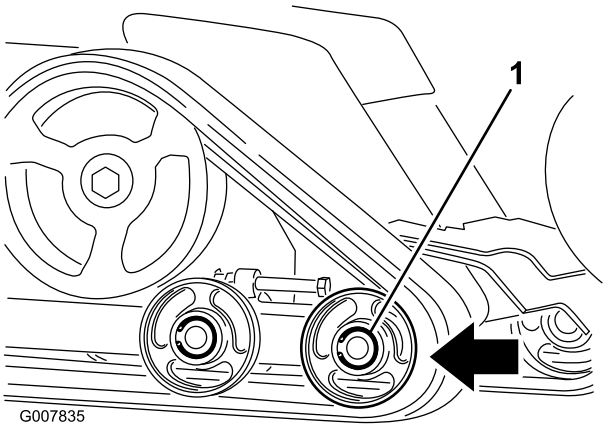

**Rysunek 49**
6. Popchnij przednie koło jezdne do tyłu maksymalnie do oporu (Rysunek 49).
8. Po zdjęciu gąsienicy z koła jezdnego, zdejmij ją z maszyny (Rysunek 49).
9. Rozpoczynając od napędowego koła łańcuchowego, nawiń nową gąsienicę wokół koła łańcuchowego, upewniając się, że kołnierze gąsienicy dopasowały się między przekładki koła łańcuchowego (Rysunek 49).
10. Wepchnij gąsienicę pod i pomiędzy tylne i środkowe koła jezdne (Rysunek 49).